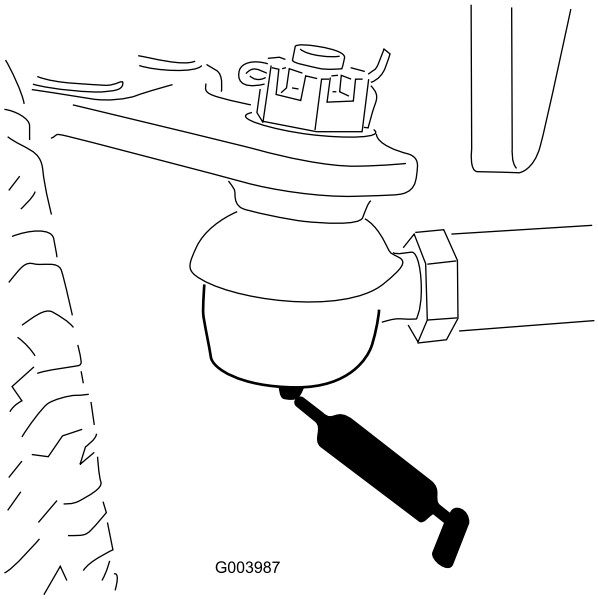

Figur 51
- Bagakslens forbindelsesstang (2) (Figur 51)